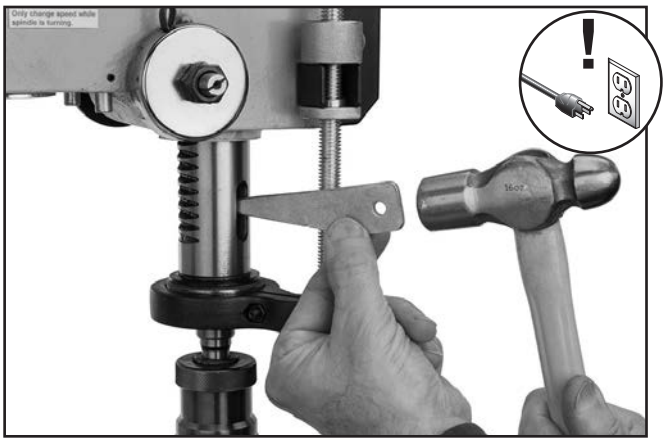

**Figure 27.** Using drift key to remove arbor from spindle.
7. Tap drift key with a metal hammer (see **Figure 27**) until chuck releases.